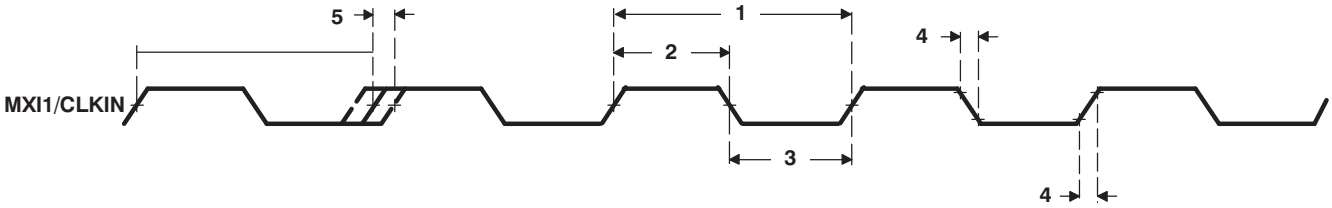

Figure 6-6. MXI1/CLKIN1 Timing
Table 6-4. Timing Requirements for MXI1/CLKIN1(1) (2) (3) (see Figure 6-6)
Table 6-7. Timing Requirements for RTCXI(1) (2) (see Figure 6-6)